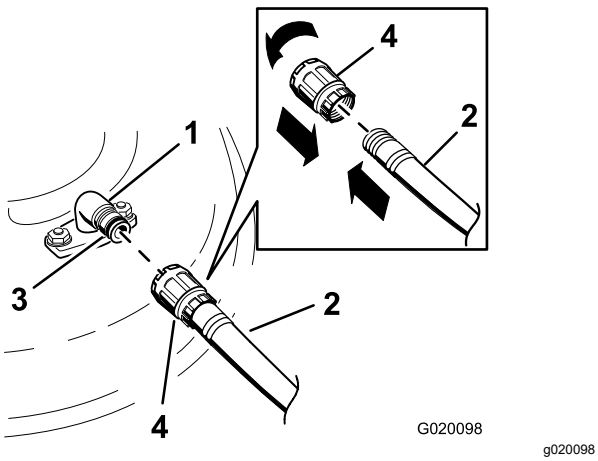

Figura 79
3. Conecte el acoplamiento de la manguera al extremo del conector de lavado del cortacésped, y abra el grifo al máximo (Figura 79).